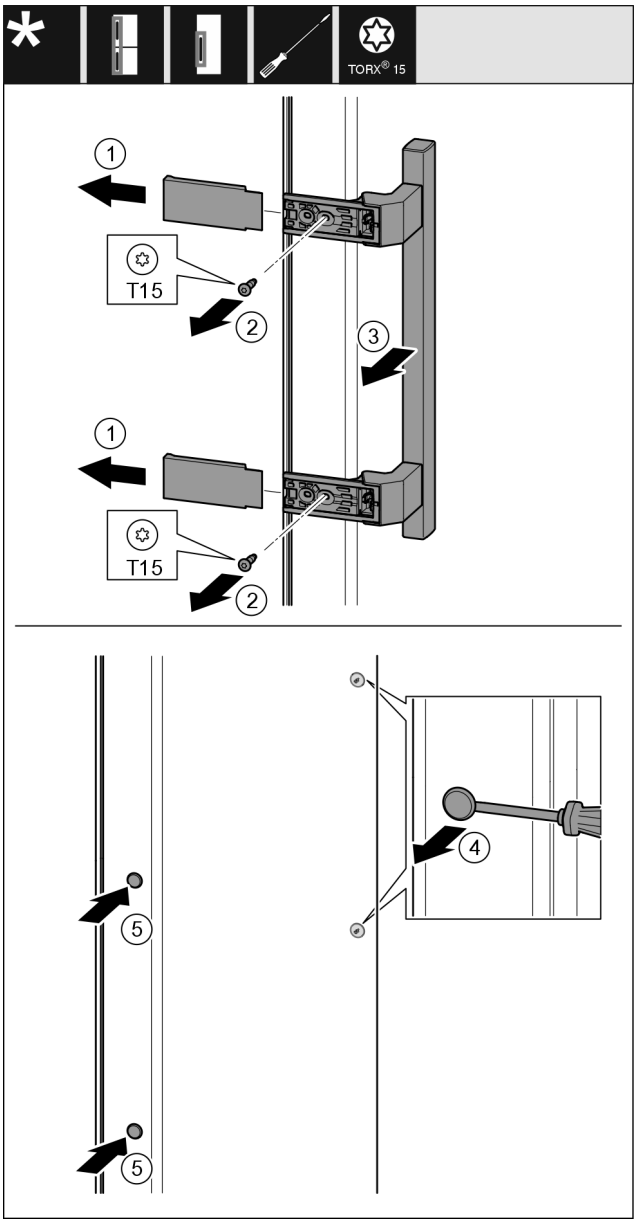

Fig. 10
▶ Noņemiet pārsegu. *Fig. 10 (1)*
▶ Izskrūvējiet skrūves ar skrūvgriezi Torx 15. *Fig. 10 (2)*
▶ Noņemiet rokturi. *Fig. 10 (3)*
▶ Paceliet uzmanīgi ar plakano skrūvgriezi un izvelciet ārā sānu aizbāzni. *Fig. 10 (4)*
▶ Ievietojiet atpakaļ aizbāzni otrajā pusē. *Fig. 10 (5)*